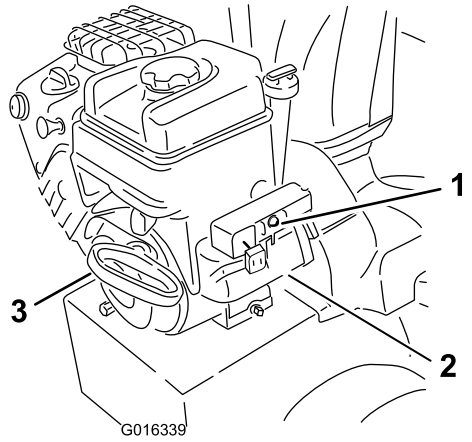

Figur 24
8. Start maskinen ved at trække i tilbageslagsstarthåndtaget eller trykke på den elektriske startknap (Figur 24).